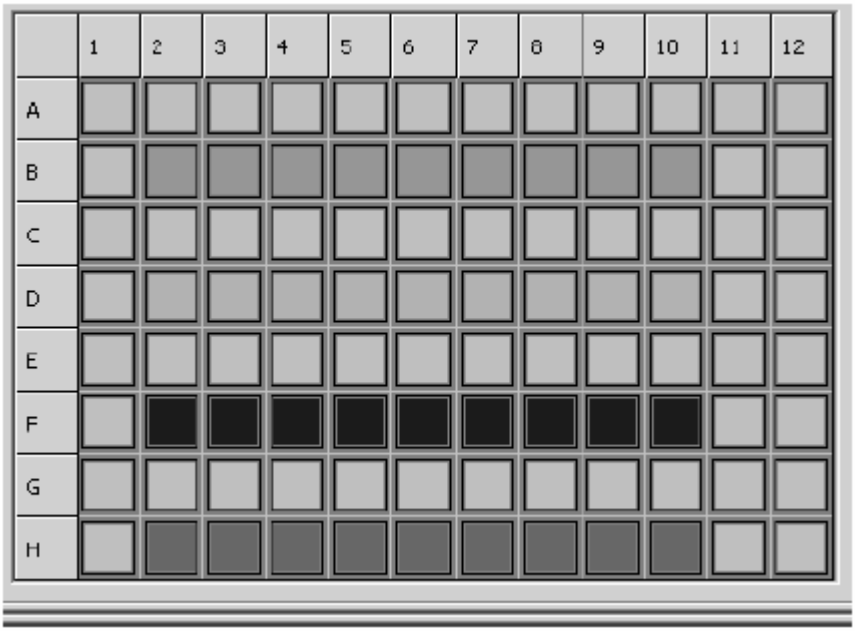

Рис.5-26. Пример установки планшета для калибровки по чистым красителям.
2. Создайте файл описания планшета, в котором отмечено положение для каждых 10 лунок с одинаковым красителем, необходимых для калибровки. В показанном на рис. 5-26 примере видно, что калибровочный раствор красителя FAM находится в лунках B2-B11, Texas Red находится в лунках D2-D11, краситель HEX в лунках F2-F11 и Cy5 в лунках H2-H11.